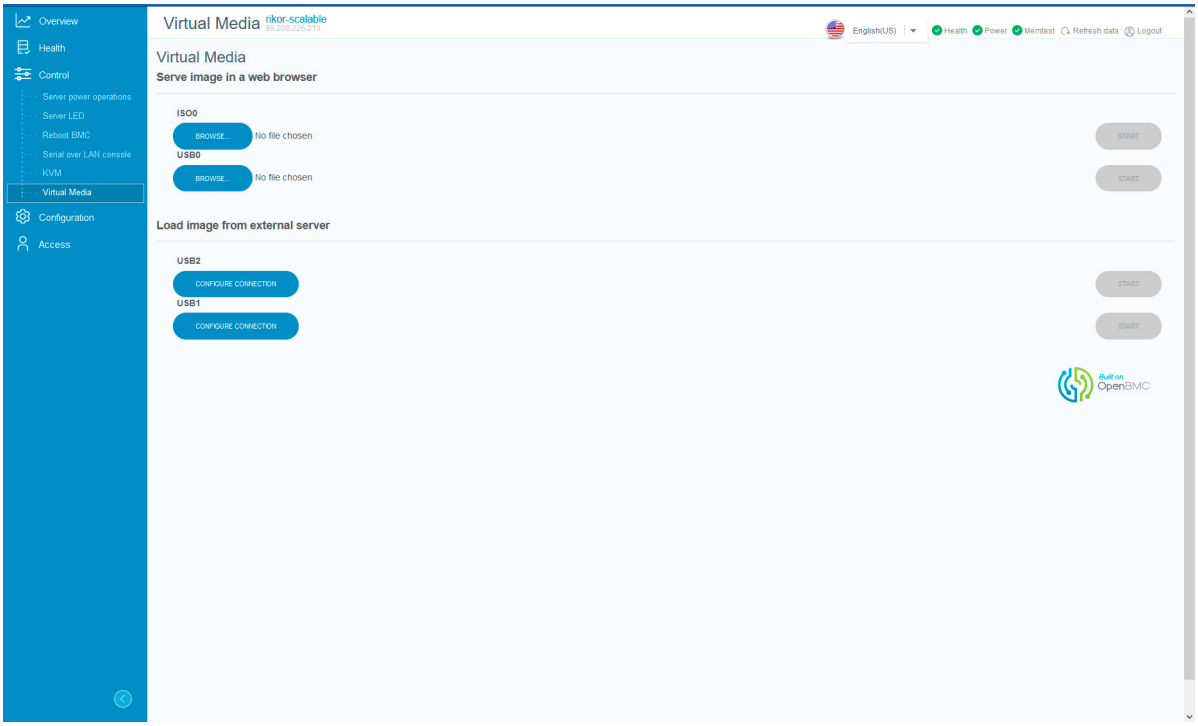

Рис. 80. Окно «Virtual Media»
7) Пройдите во вкладку «Control» → «Virtual Media» в данной вкладке осуществляется виртуальное подключение периферийных устройств. Окно показано на рис. 80 Окно «Virtual Media»